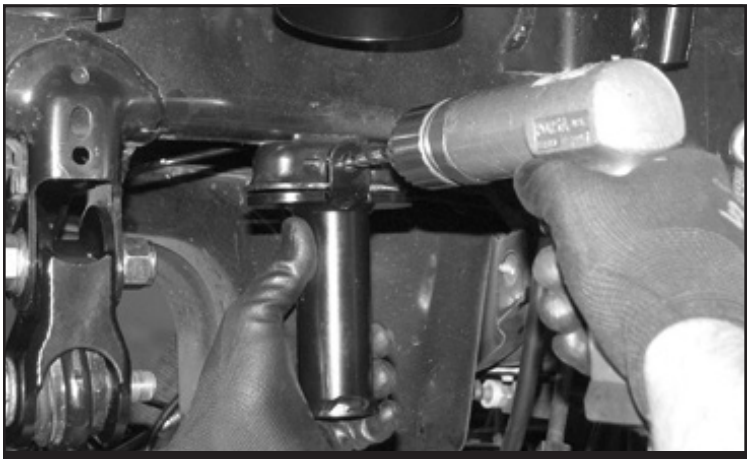

FIGURE 22 - STEP 29
29. Using the outer tab on the bump stop as a drill guide, drill a 5/16” hole all the way through the factory bump stop mount. **SEE FIGURE 22**